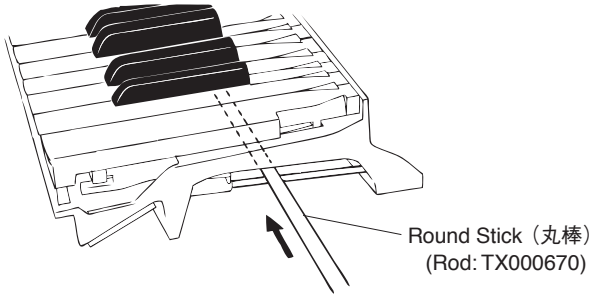

Fig.27（図 27）
* *After inserting a round stick (Rod:TX000670) between the frame and the keys, remove the circuit boards. (Fig.27)*
※ シートをはずす前に、接点ゴムを歪ませないように、フレームとハンマーの間に丸棒（ロッド：TX000670）を挿入しておきます。（図 27）